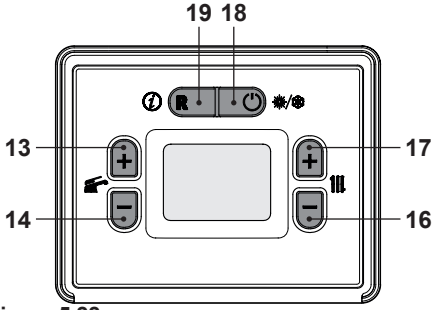
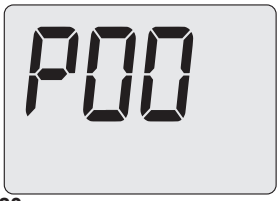
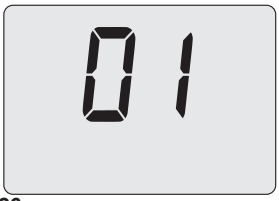

Figura 5.22
Figura 5.23
Figura 5.26
Per cambiare questa abilitazione per il comando remoto bisogna entrare in "modalità programmazione" premendo contemporaneamente per 5 secondi i tasti 18 e 19 (Figura 5.22). Sul display LCD appare il codice **P00**, indicante l'entrata nel "parametro P00" (Figura 5.23).
- Utilizzando i tasti 16 o 17 (Figura 5.22) è possibile modificare il valore del parametro A21 (Figura 5.26).
- Premendo il tasto 13 o 14 (Figura 5.22) si ottiene la conferma del valore inserito e si ritorna alla lista parametri (Figura 5.25).
- Premendo il tasto 18 (Figura 5.22) si esce dalla "modalità programmazione".